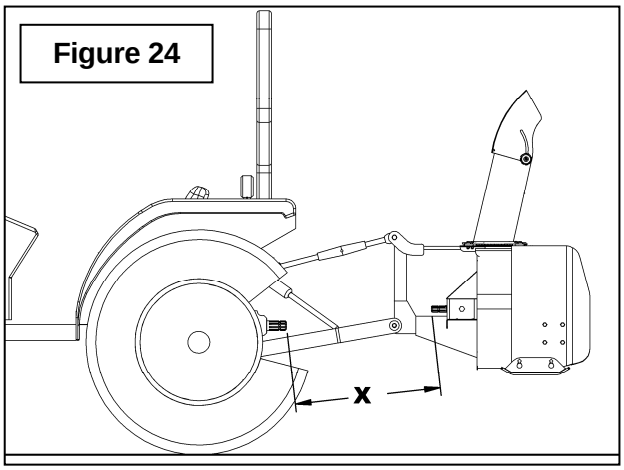

**Figure 24**
7. **Figure 24:** Connect the two remaining wires, the red wire to the "C" blade and the black wire to the "D" blade.
1. To determine the **"L"** length for your tractor model first find the **"X"** (Figure 24) factor by measuring the horizontal distance between the end of the tractor's drive shaft and the end of the snowblower's driven shaft when the snowblower is in transport position as shown on Figure.
2. Choose in the table below the **"Y"** factor according to the tractor category and deduct that number from **"X"** (Figure 24) to determine **"L"** (Figure 25) which is the center-to-center length between the universal joints.